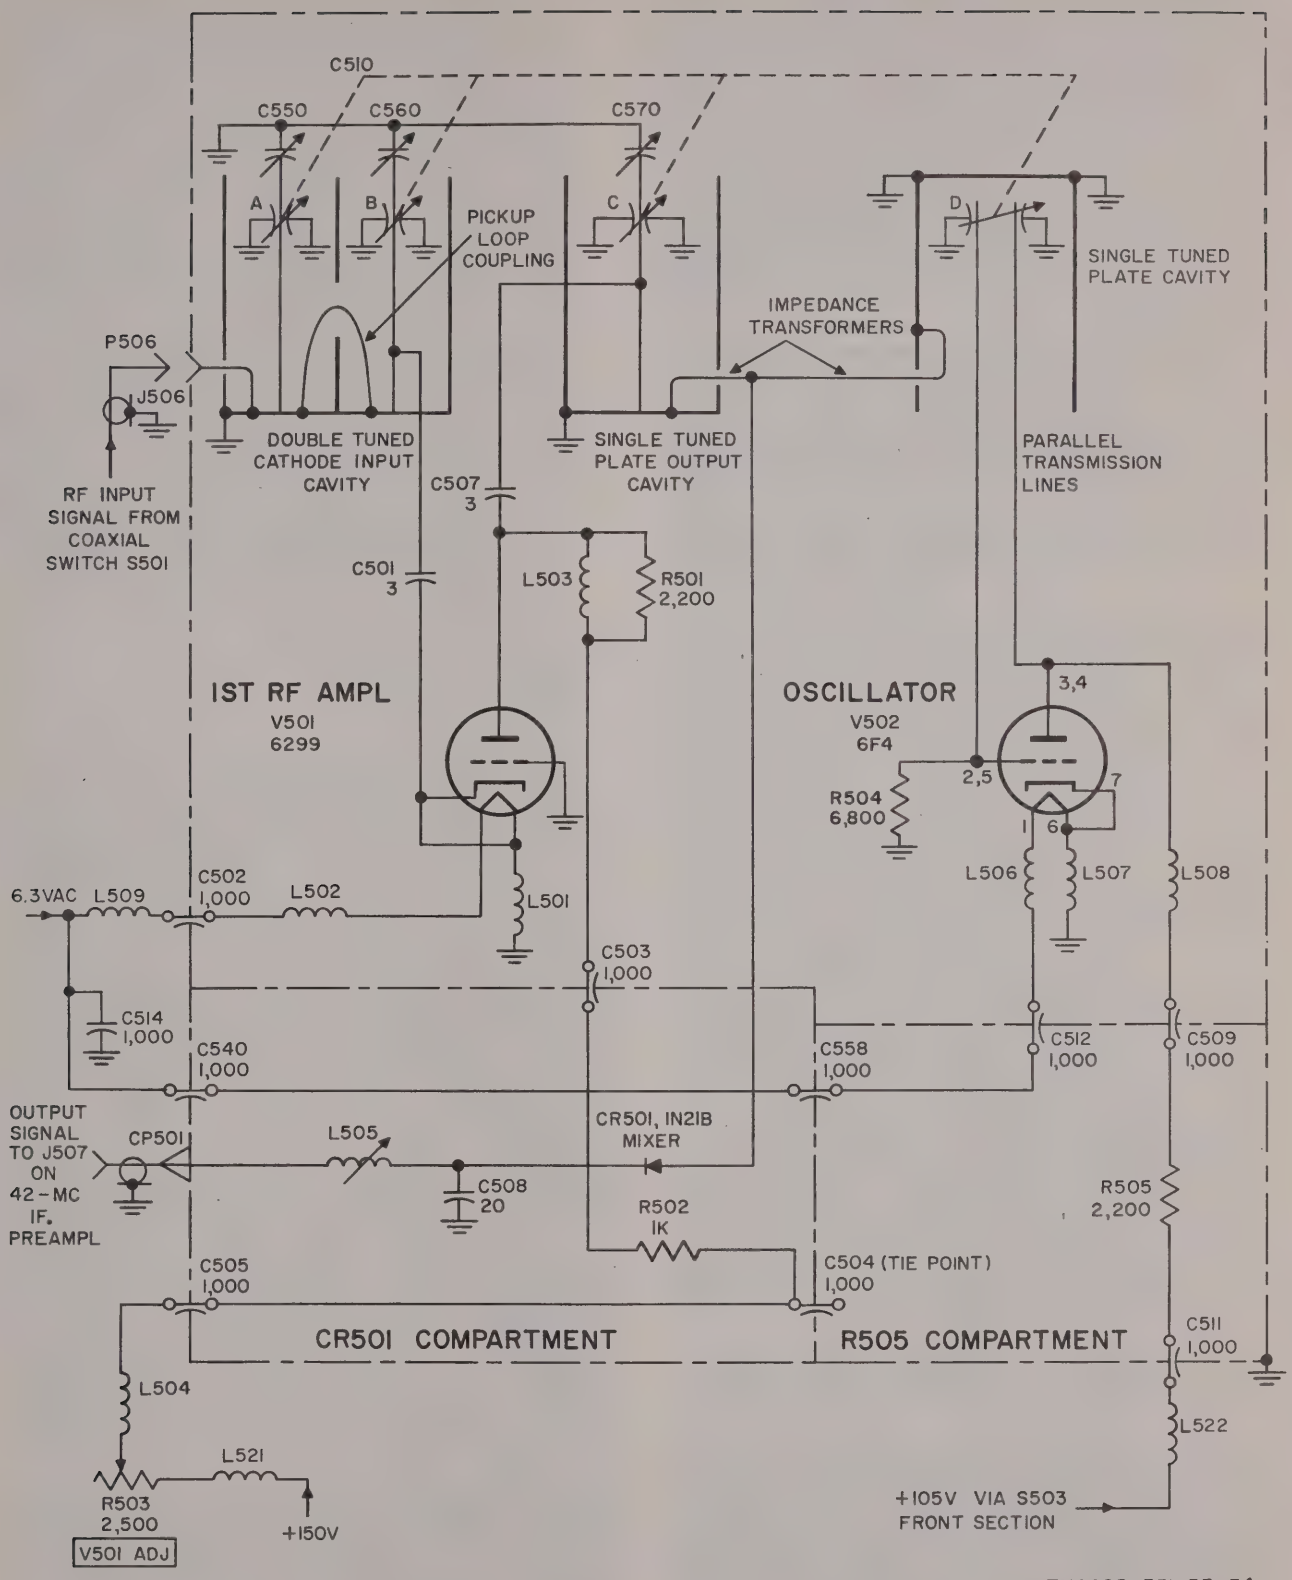

Figure 34. Tuning unit 4, rf amplifier and oscillator (700-1,000 mc), simplified schematic diagram.
(2) *Tuner, 400-700 mc.* The 400-700-mc tuner functions indentically with the 700-1,000-mc tuner, except that FREQUENCY RANGE-MC switch S503 must be set to the lower frequency band for its operation. Rf amplifier V503, crystal mixer CR502, and oscillator V504 serve the same purposes as described in (1) above for the 700-1,000-mc tuner, with the oscillator also tracking 42-mc above the incoming rf signal.
51. Rf Tuner, 700-1,000 Mc, Introduction (fig. 34)
a. Physical Description (fig. 34, 72, and 74). A combined physical-electrical diagram of the rf tuner (fig. 34) shows that rf amplifier V501 and oscillator V502 are housed in a chassis containing four tuned coaxial-type cavities and two rectangular compartments. The chassis is constructed
(b) Since the plate current of the type 6299 tube must be limited to a maximum of 10 milliamperes, V501 ADJ control (fig. 34) is provided for making adjustments. Rf choke L521 applies the 150-volt output of the power supply to one terminal of variable resistor R503, which is mounted on the tuning unit frame assembly (fig. 74). The variable arm of R503 is in series with choke L504 to feedthrough capacitor C505, which penetrates the cavity wall and connects the B+ potential to the compartment that houses the crystal diode. A wire lead connects C505 to the junction of R502 and feedthrough capacitor C504. This capacitor serves only as a convenient tie point for anchoring one terminal of R502. Because of the voltage drop across R502, a lower value of B+ potential is applied through feedthrough capacitor C503 to the plate of V501. Rf choke L503 wound on R501, presents a high impedance to rf currents entering the B+ power supply line.
(a) Heater voltage is connected from the power supply through feedthrough capacitor C540, which penetrates the chassis wall that encloses the crystal diode CR501) compartment. A wire lead conducts the heater voltage to a second feedthrough capacitor, C558, which is inserted through the common wall that separates the crystal diode compartment from the fixed resistor R505 compartment (fig. 34). A second wire lead continues the conduction path to the inner terminal of feedthrough capacitor C512, which isolates the 6.3-volt heater line from the grounded wall and is connected to rf choke L506, which is mounted within the oscillator cavity. Choke L506 is connected to the heater (pin 1) of V502. The 6.3-volt return path is through pin 6 of V502 and rf choke L507 to chassis ground.
52. Rf Tuner, 700-1,000 Mc, Dynamic Circuit Analysis (fig. 34)